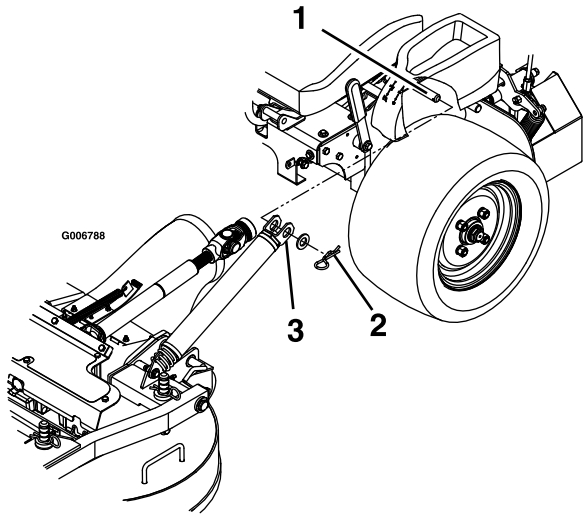

Bild 75
3. Nehmen Sie die Splinte und Scheiben oben an der Mähwerkhubstützenfeder an jeder Seite der Maschine ab (Bild 75).
9. Befestigen Sie die Federn an den Federankerstiften unter dem linken und rechten Bedienfeld sichern Sie diese mit einer Scheibe und einem Splint (Bild 75).